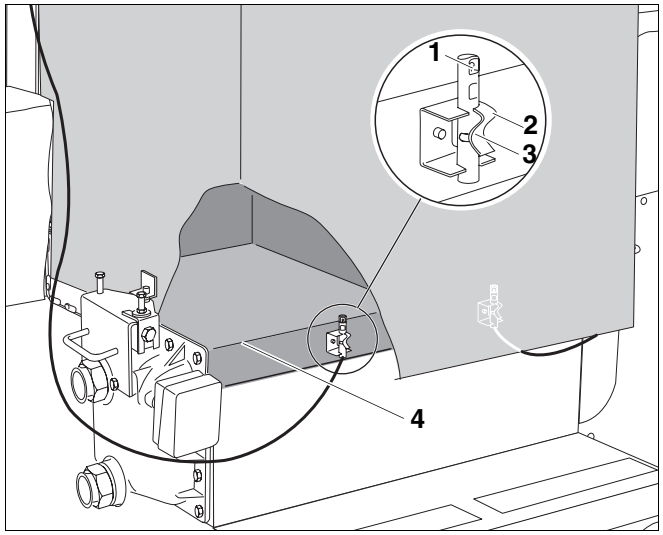

Afb. 51 Positionering rookgastemperatuurvoeler
- De voelerparel (afb. 51, **pos. 1**) in de afgevlakte top moet naar de trekonderbreker wijzen.
- De codering (afb. 51, **pos. 3**) aan het onderste deel van de rookgastemperatuurvoeler moet van het ketelblok weg wijzen.
- Positioneer de rookgastemperatuurvoeler parallel met de omgeplooide zijde van de plaat (afb. 51, **pos. 4**).
- Druk de rookgastemperatuurvoeler met lichte druk tegen de veer (afb. 51, **pos. 2**) van de houder naar onder, zodat de veer zich in de daarvoor voorziene uitsparing van de rookgastemperatuurvoeler positioneert.